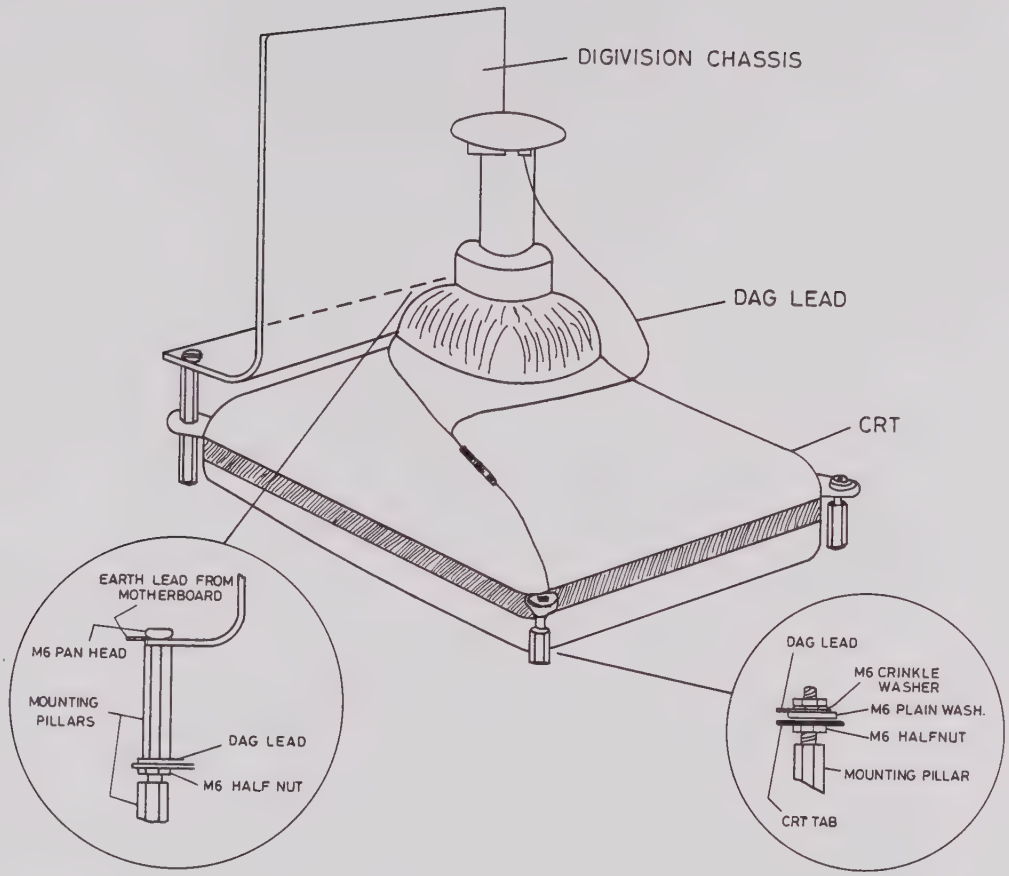

Fig. 9.2 CRT mounting
4. Fit Dag lead as shown in Fig. 9.2 and secure CRT using two M6 plain washers, two M6 crinkle washers, two M6 halfnuts and the Digivision chassis mounting pillars.